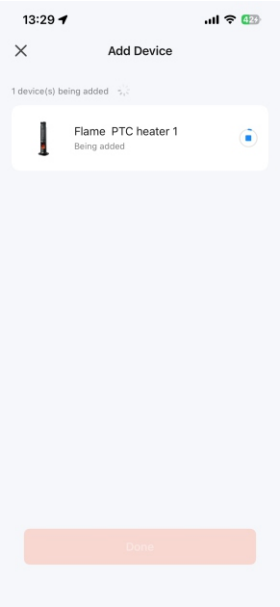

Bild6
4) Warten Sie, bis die App eine Verbindung zum Gerät hergestellt hat, wie in Bild 6 gezeigt.